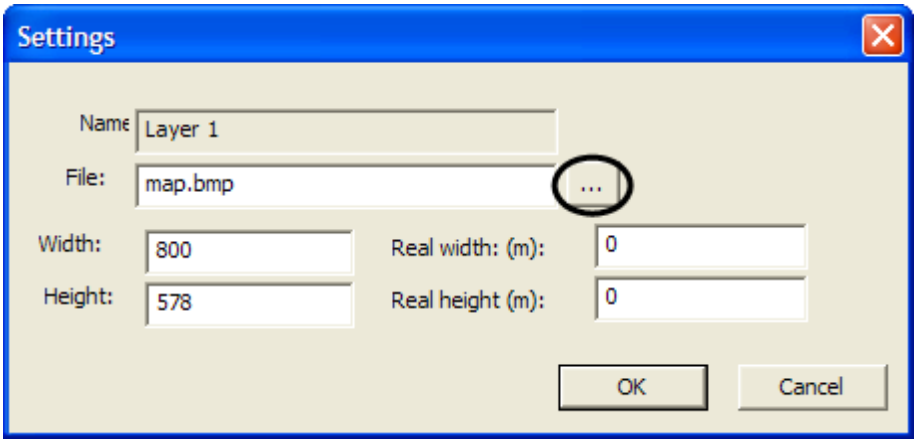

Figure 8.20-7 Browsing for the file to attach
4. Press the ... button in the "Settings" dialog box (Figure 8.20-7).